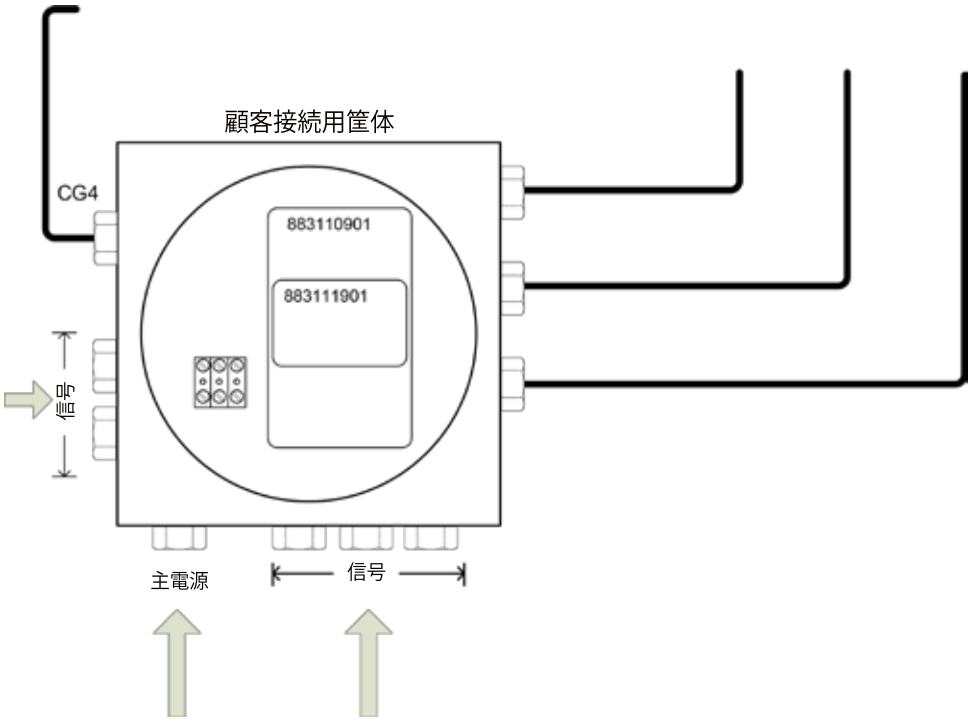
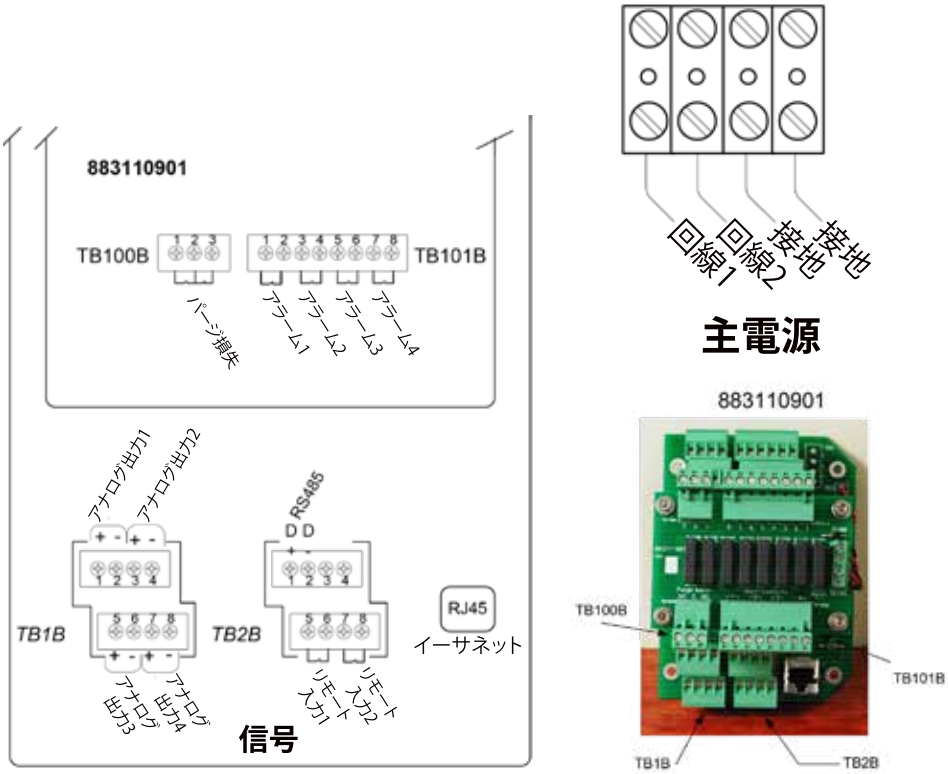

図7.
図8
2. 分析器へのAC主電源接続は、電子機器筐体の下に取り付けられた耐火筐体 (顧客接続用筐体、図7を参照) 内で行います。AC電源は、単相3線式で、ライン (ホット) 端子 (18 AWG)、中性点接地端子 (AWG 18)、アース/保護接地端子 (**PE**)(14 AWG) 付きのものを使用する必要があります。分析計は、顧客接続用筐体の右側にある14 AWGワイヤー経由でM5スタッドに外部接続する必要があります。接続の詳細については、図3-5を参照してください。**本分析計には他の機器と共有した電源を使用しないでください**。6つのM25穴は、電源ケーブルと信号ケーブルの接地入力/取り付け用です。電源ケーブルが太すぎる場合は、メインケーブルに対応する別の配電盤を用意して、そのボックスから分析計のジャンクションボックスまで適切なジャンパーを使用する必要があります。未使用のM25穴は、すべて、危険場所分類に適したプラグでふさいでください。
信号のI/O接続も、電子機器筐体の下に取り付けられた同じ耐火筐体 (顧客接続用筐体) 内で行います。詳細については、図7および図8を参照してください。すべての顧客配線は最低動作電圧が300 VRMSなければなりません。顧客信号入力電圧と電流に関する制限事項については、『888テールガス分析計ユーザーマニュアル』の「仕様」セクションを参照してください。信号ケーブルが付属のケーブルグランドに対して大きすぎる場合は、別の配電盤が必要になることがあります。